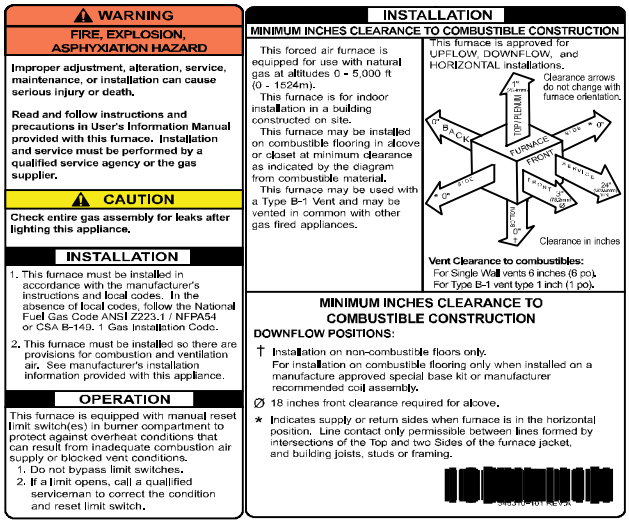

Fig. 2 - Clearances to Combustibles
11. See Fig. 2 for required clearances to combustible construction.
13. These furnaces SHALL NOT be installed directly on carpeting, tile, or any other combustible material other than wood flooring. In downflow installations, factory accessory floor base MUST be used when installed on combustible materials and wood flooring. Special base is not required when this furnace is installed on manufacturer’s approved coil assembly or a manufacturer’s coil casing box is used. See Fig. 2 for clearance to combustible construction.